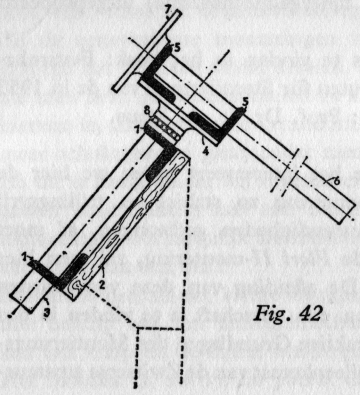
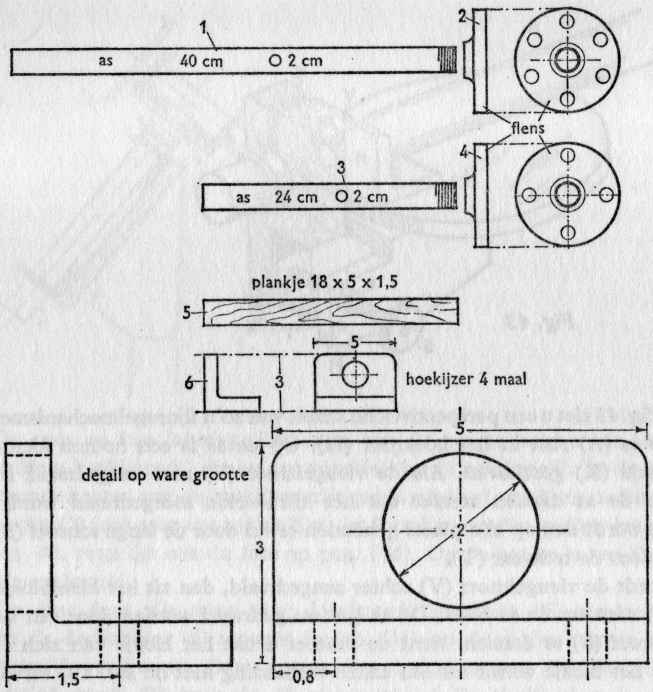

Fig. 42
Fig. 44
De assen en hun lagering. Het lager van de poolas bestaat uit twee stukken hoekijzer (1) die op een plankje (2) zijn geschroefd. In de opstaande kanten van de hoekijzers zijn gaten geboord van 2 cm, zodat de poolas (3) (ook met een middellijn van 2 cm) er zonder speling inpast. (fig. 42, vergelijk ook de foto op pag. 106). Op de poolas is een flens (4) geschroefd.
Op deze flens zijn weer twee doorboorde hoekijzers (5) geschroefd die de declinatieas (6) moeten dragen. Ook op de declinatieas is een flens (7) geschroefd. Deze draagt een plankje waarop de kijker bevestigd wordt. Dit is in fig. 42 niet getekend. De declinatieas is wat langer dan de poolas, omdat deze het tegenwicht moet dragen dat evenwicht moet maken met de kijker.
De assen en hun lagering. (fig. 42 en fig. 44)